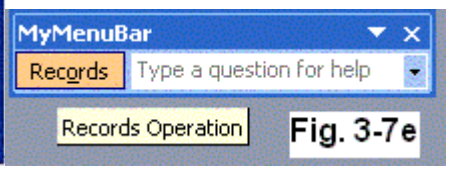

Fig. 3-7e
4. Open the shortcut menu by right-clicking on the **New Menu** of **MyMenuBar**. Change the name from **New Menu** to **Rec&ords** Name: Rec&ords . An ampersand (**&**) assigns "o" as a hot key. The properties associated with this menu command can be found by opening the **Properties** on the shortcut menu. Open the **Properties** (see 3-7d). In the **ScreenTip** property, enter **Records Operation**. Fig. 3-7e displays the screen tip text as the mouse hovers over the **Records** toolbar.